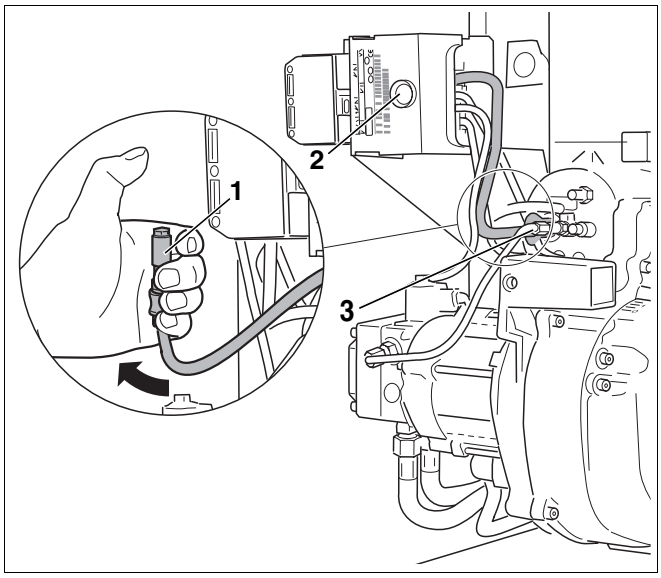

Fig. 32 Comprobación del funcionamiento de la fotocélula
- Separe la fotocélula del soporte con el quemador en funcionamiento tirando del mando previsto para tal fin (fig. 32, **pos. 3**).
- Cubra la fotocélula (fig. 32, **pos. 1**). Después de la nueva conexión debe producirse una desconexión por fallo.
- Después de un tiempo de espera de aprox. 30 segundos desbloquee el programador de combustión pulsando la tecla contra perturbaciones (fig. 32, **pos. 2**).